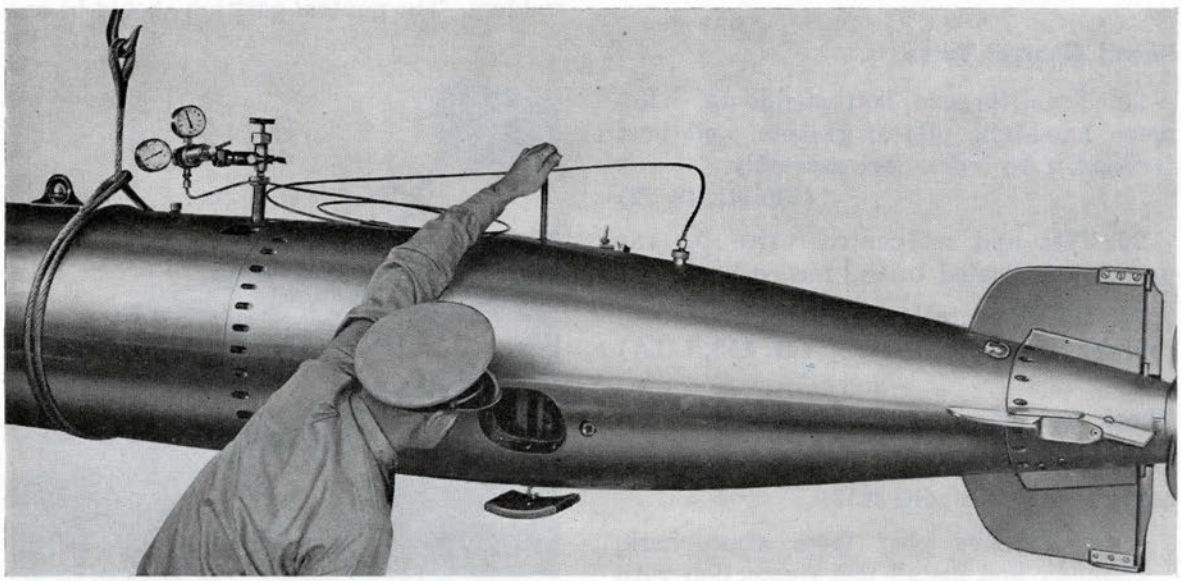
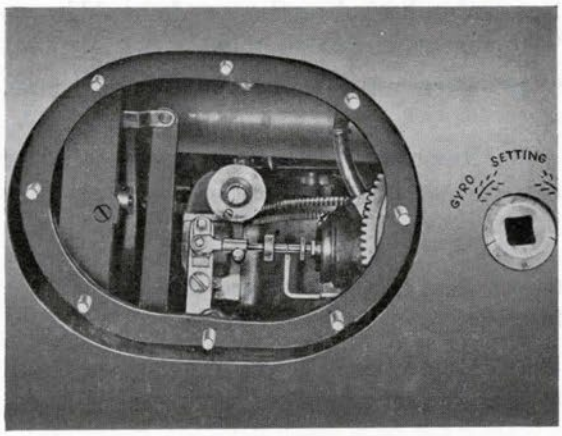

Figure 110
Figure 111
39. By turning the depth index spindle (Fig. 110), apply tension on the depth spring until the scribe mark on the depth-engine valve connecting rod is in alignment with the scribe mark on the valve stop (Fig. 111). Move the pendulum back and forth by hand and note that scribe marks line up when pendulum comes to rest.